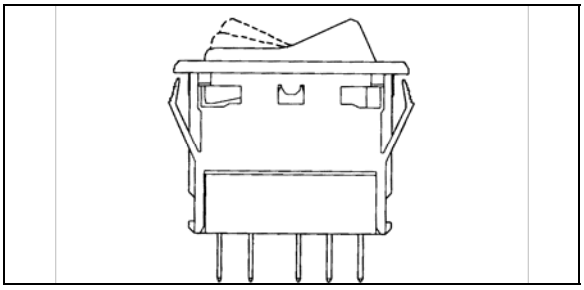

FIGURE 61: COMMUTATEUR
3. Pour installer un nouveau commutateur, inverser la procédure (Figure 61).